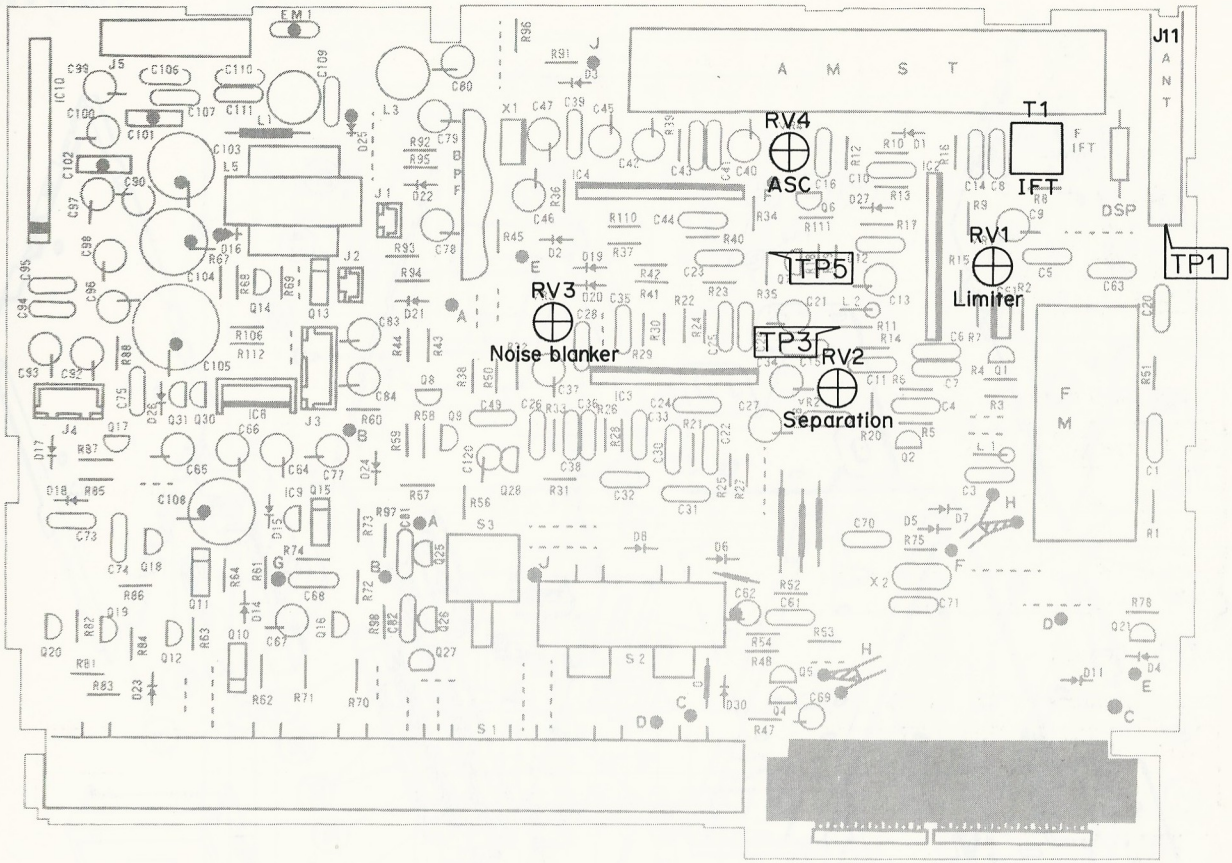

Fig. 9
(2) Alignment (Refer to Fig. 9)
(1) Connections